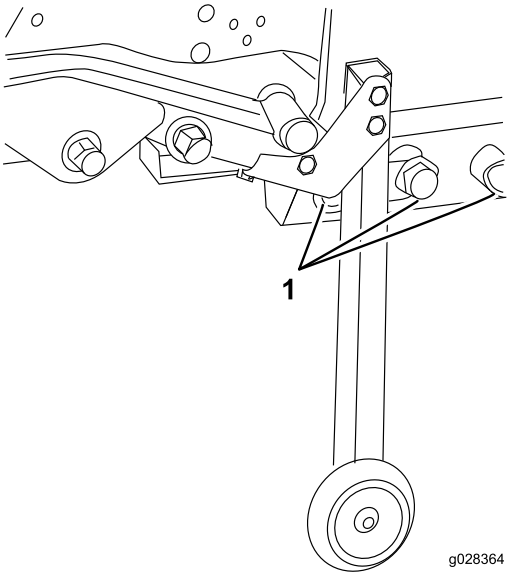

Figur 85
38. Rul sommerskjoldet og stellet på plads, og monter de 5 bolte (3/4 tomme), spændeskiver og møtrikker, der forbinder skjoldrammen med bagstellet (Figur 85).